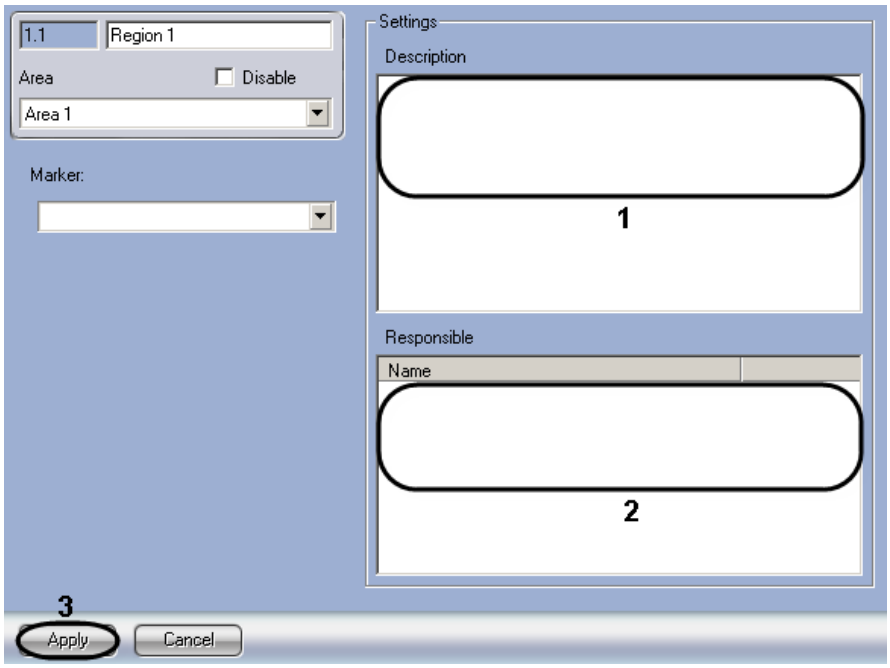

Figure 8.26-4 The settings panel of the "Region" object
Note. As a result the settings panel for the "Region" object appears (Figure 8.26-4).
2.1. Type-in general description of the Region in the "Description" field (Figure 8.26-4, 1).
2.2. In the "Name" list of the "Responsible" table select the user responsible for this region (Figure 8.26-4, 2).
2.3. To save the changes click the "Apply" button (Figure 8.26-4, 3).